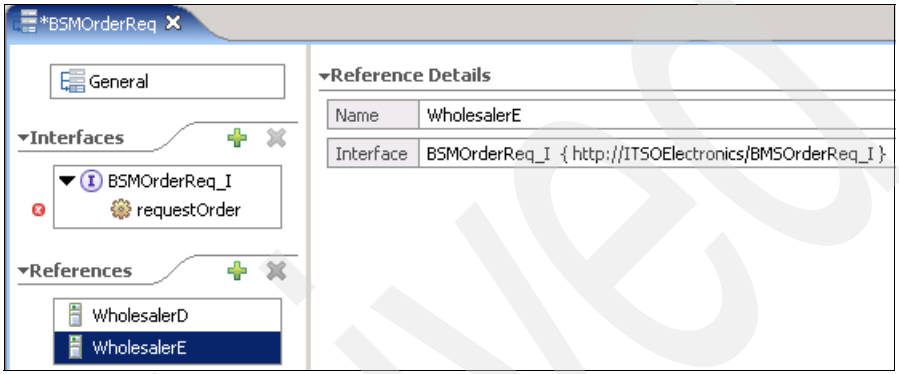

Figure 11-37 BSMChooseWh rule group
2. Add two references to the rule group, both using the interface BSMOrderReq_I (Figure 11-37):